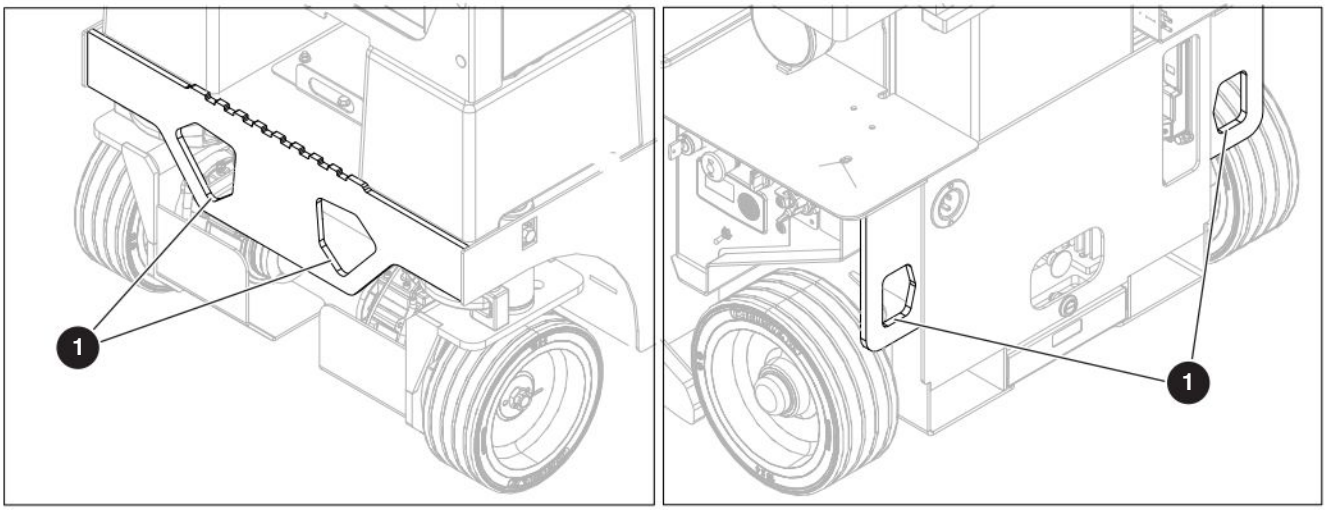
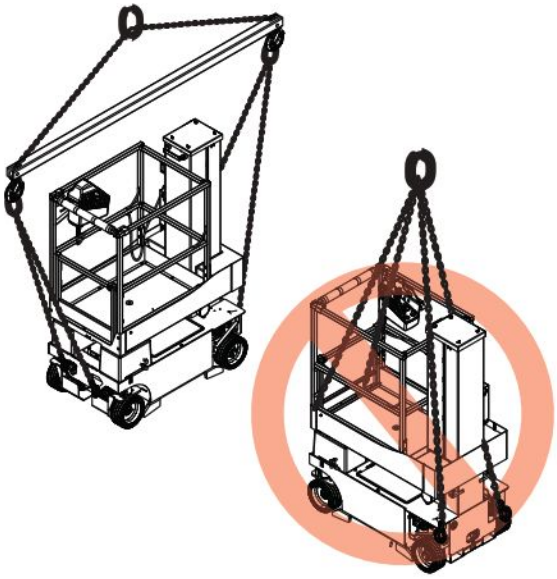

Figure 03 *Tie-down and lift points*
Figure 04 *Appropriate method to hoist*
- Attach the rigging to all **four lift points** ❶. Refer to *Figure 03* & *Figure 04.*
- Tie-down the MEWP to the transport vehicle using the four **tie-down points** ❶. Refer to *Figure 03.*
Make sure you use the correct lift method. An incorrect lift method, such as the one in *Figure 04*, can cause damage to the MEWP.